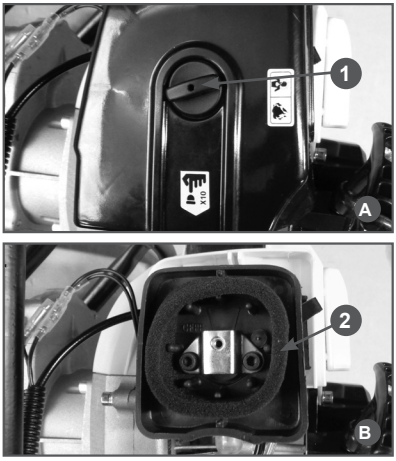

Рис. 11 Обслуживание воздушного фильтра
Загрязнение воздушного фильтра может препятствовать поступлению воздуха для образования топливной смеси. Для предотвращения неисправностей двигателя надо осуществлять регулярное обслуживание воздушного фильтра (Рис.11). При работе в условиях повышенной запыленности необходимо чаще обслуживать воздушный фильтр.
1. Открутите винт 1 и снимите крышку воздушного фильтра (Рис. 11А).
2. Извлеките фильтрующий элемент 2 из корпуса (Рис. 11В) и проверьте его целостность и чистоту.